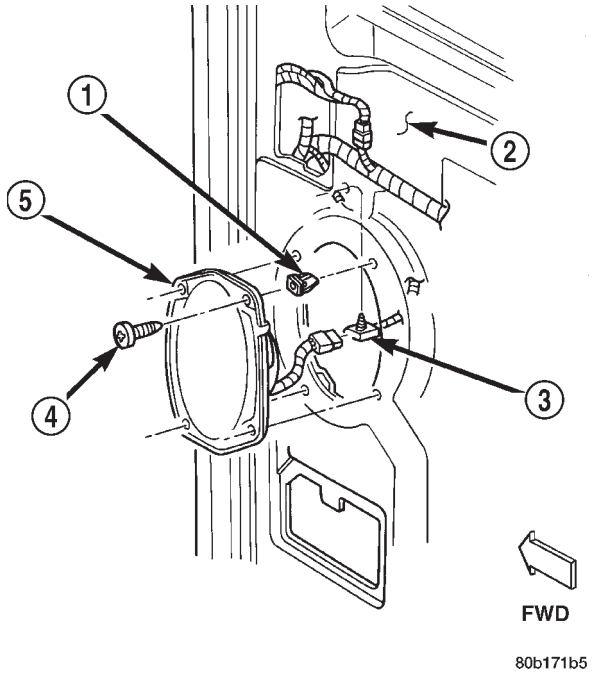

Fig. 19 Front Door Speaker Remove/Install
(1) Disconnect and isolate the battery negative cable.
(2) Remove the trim panel from the front door. Refer to Body, Door Front for the procedures.
(3) Remove the four screws that secure the speaker to the front door inner panel (Fig. 19).